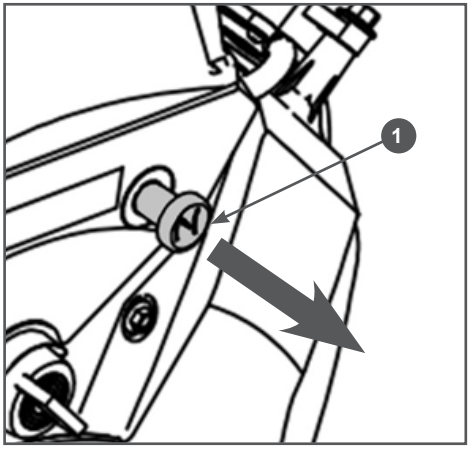

Рис. 6 Рычаг управления воздушной заслонкой
2. Закройте воздушную заслонку карбюратора. Для этого вытяните до упора рычаг управления воздушной заслонкой (Рис. 6).